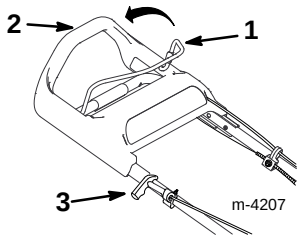

**Figure 10**
**3.** Hold the blade control bail against the upper handle (Fig. 10).
**4.** Pull the starter handle lightly until you feel resistance, then pull it sharply (Fig. 10). Allow the rope return to the handle slowly.